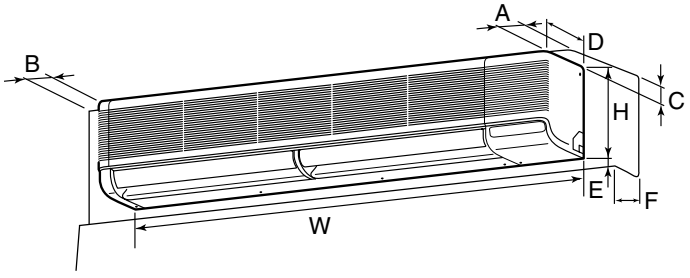

Fig. 2-1
①	Кронштейн для крепления прибора к стене		1	Крепится к задней панели прибора
②	Самонарезающий винт 4 × 35		12	Устанавливаются внутри прибора
③	Теплоизоляционный материал		2
④	Лента		4 (больших) + 3 (малых)
⑤	Войлочная лента		3
⑥	Соединительная муфта для дренажа		1
⑦	Беспроводной пульт дистанционного управления		1
⑧	Держатель пульта дистанционного управления		1
⑨	Щелочные батарейки		2
⑩	Гайка раструбного стыка	P100	1 (ø19,05)
2.1. Контурные габариты (Внутренний прибор) (Fig. 2-1)